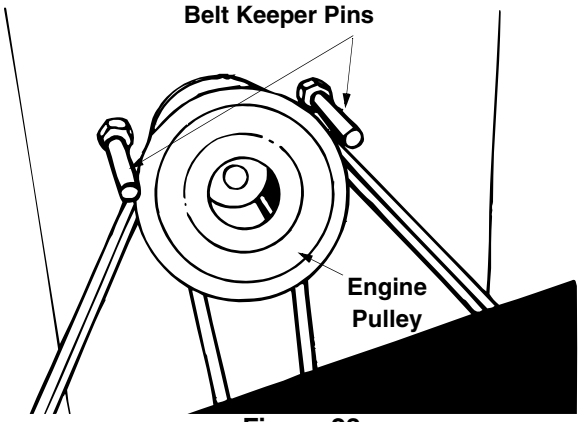

Figure 23
NOTE: *Figures 23, 27 and 28 are shown with the unit tipped up for clarity. It is not necessary to tip the unit to remove the belts.*
NOTE: *When reassembling, make certain belt keeper pins are assembled in the same locations from which they were removed. See Figure 23.*
- Remove the belt keeper pins from the lower frame. See Figure 23.
- Remove the belt keeper pins from the engine pulley belt guard. Refer to Figure 23.
NOTE: *Make certain belt keeper pins are reassembled as shown in Figure 23.*
NOTE: *When reassembling, make certain belt is inside the belt keeper pins. See Figure 23.*